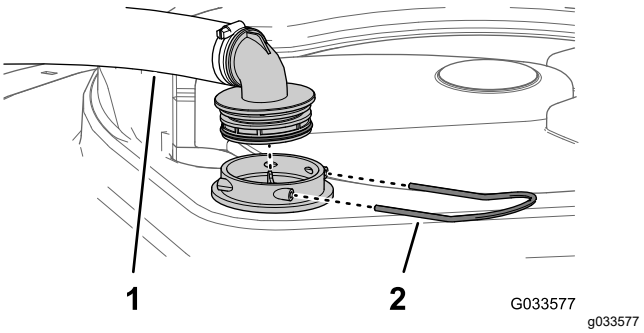

Figur 59
2. Fjern holderen, som sidder øverst på sprøjtetanken, og som fastgør slangefittingen, der er monteret på den store slange fra filterhuset (Figur 59).
3. Fjern slangen og slangefittingen fra filterhuset (Figur 59).